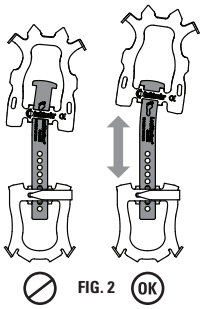
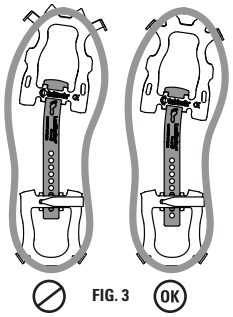

FIG. 2
FIG. 3
4. Ajustez à la longueur appropriée en levant à nouveau la pince à ressort, en faisant glisser la pièce pour le talon vers l'avant sur la barre de flexion jusqu'à l'obtention d'un bon ajustement et en relâchant la pince à ressort. *Remarque : assurez-vous que la barre de flexion est déployée complètement **(FIG. 2)** et qu'il n'existe aucun espace indésirable dans l'ajustement avec la pièce antérieure **(FIG. 3)**.*